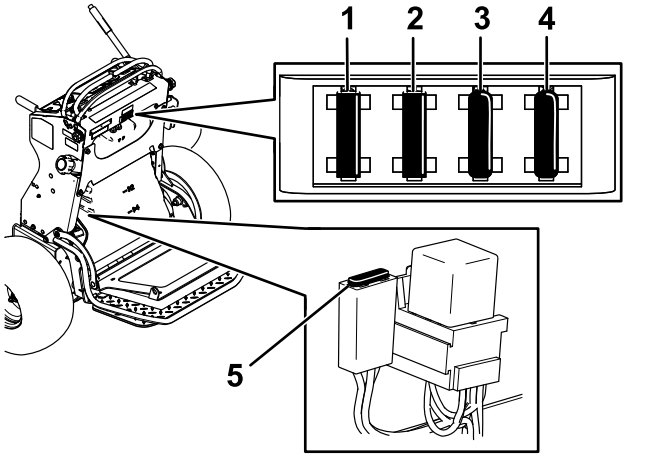

Figure 57
5. Sortez le fusible et remplacez-le (Figure 57).